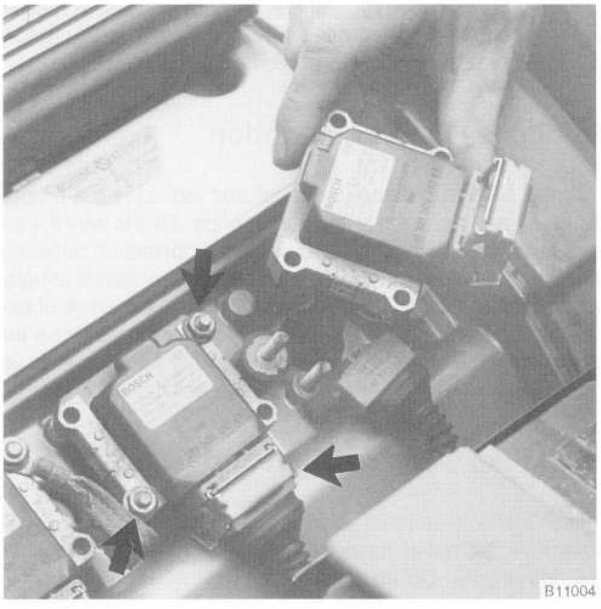

Fig. 6. Remove ignition coils on M50/M60 engines by disconnecting harness connector and removing mounting nuts (**arrows**).
5. On M50 and M60 engines, disconnect the harness connectors from the ignition coils by lifting up on the retaining clip. Remove the coil mounting nuts and remove the coils. See Fig. 6. Remove the spark plugs.